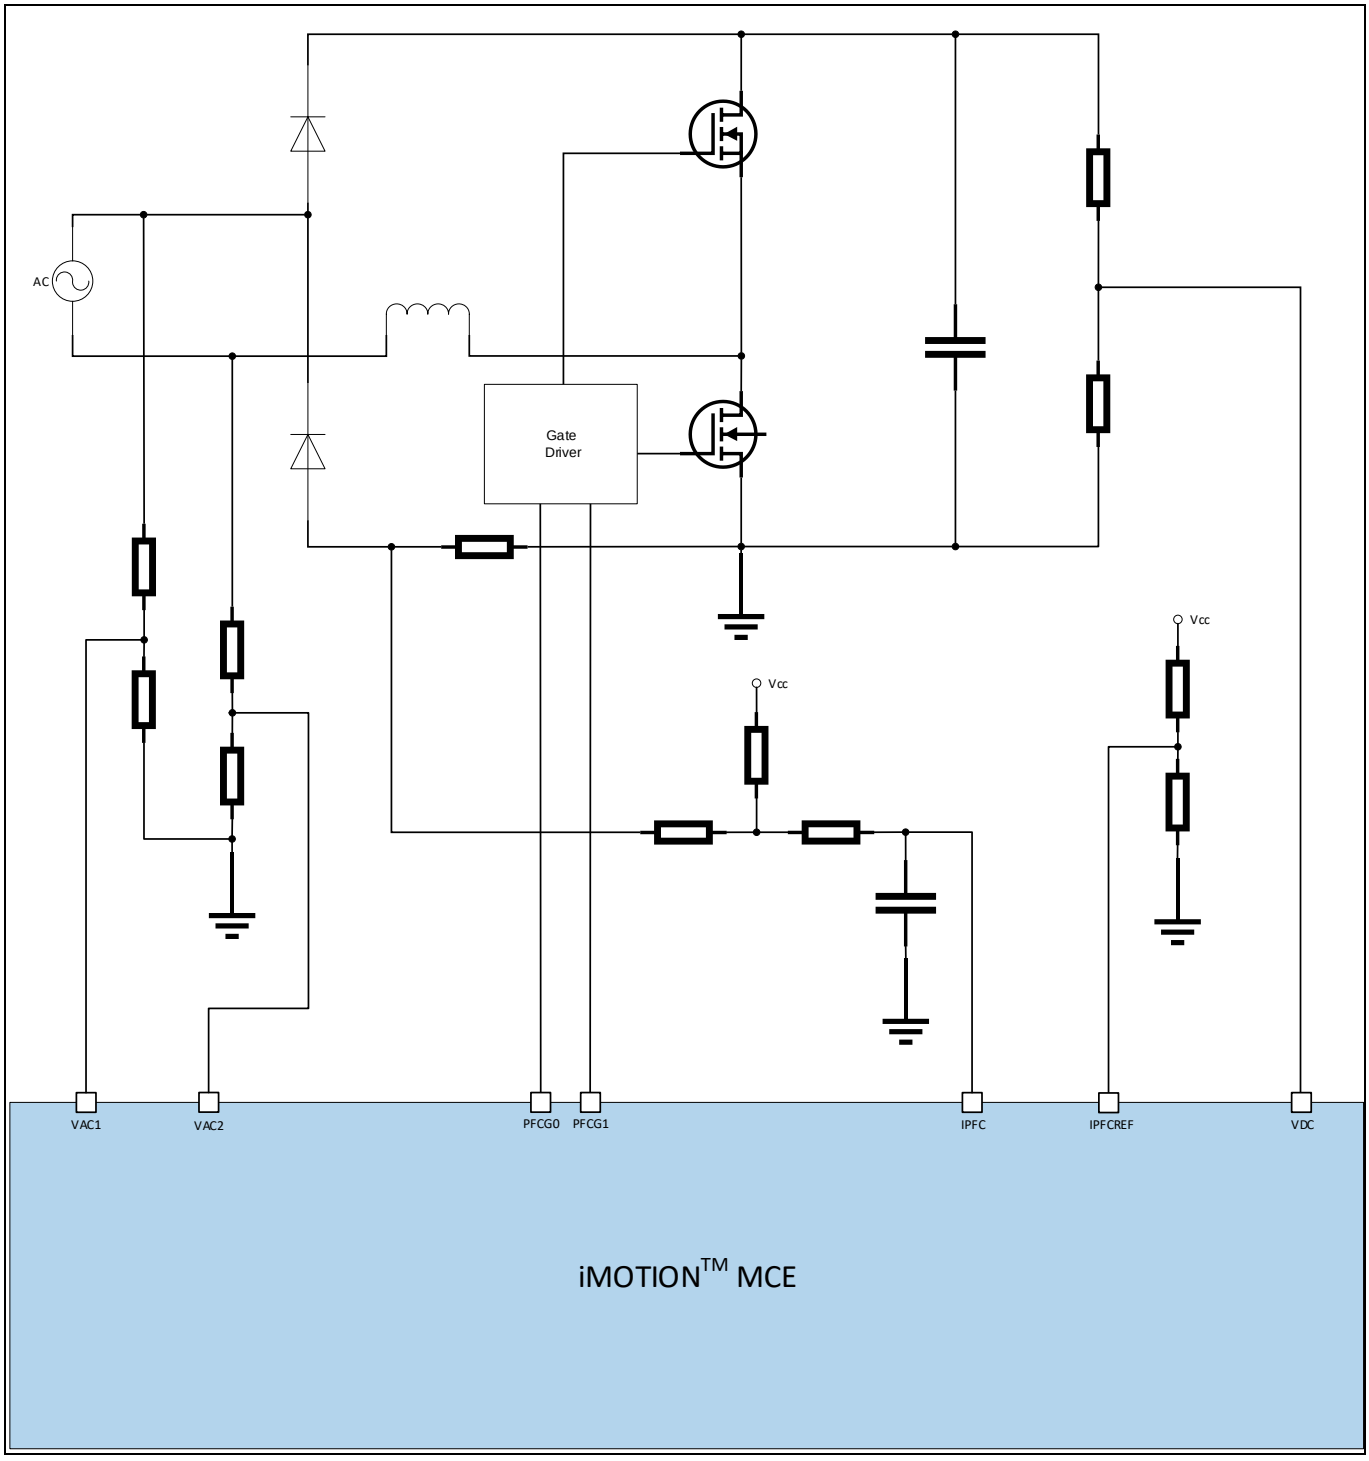

Figure 3 Dual Switch Totem Pole PFC Block Diagram
- Dual switch totem pole PFC (Figure 3)